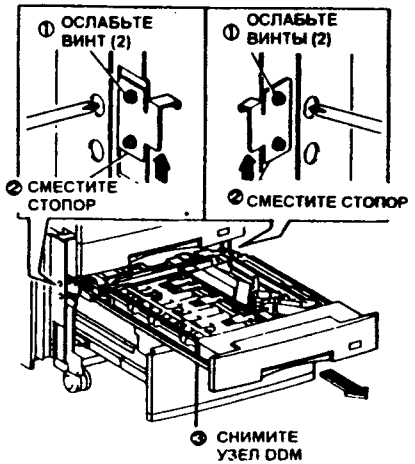

Рис. 1
4. (Рис. 1): Поднимите стопор и снимите узел DDM.